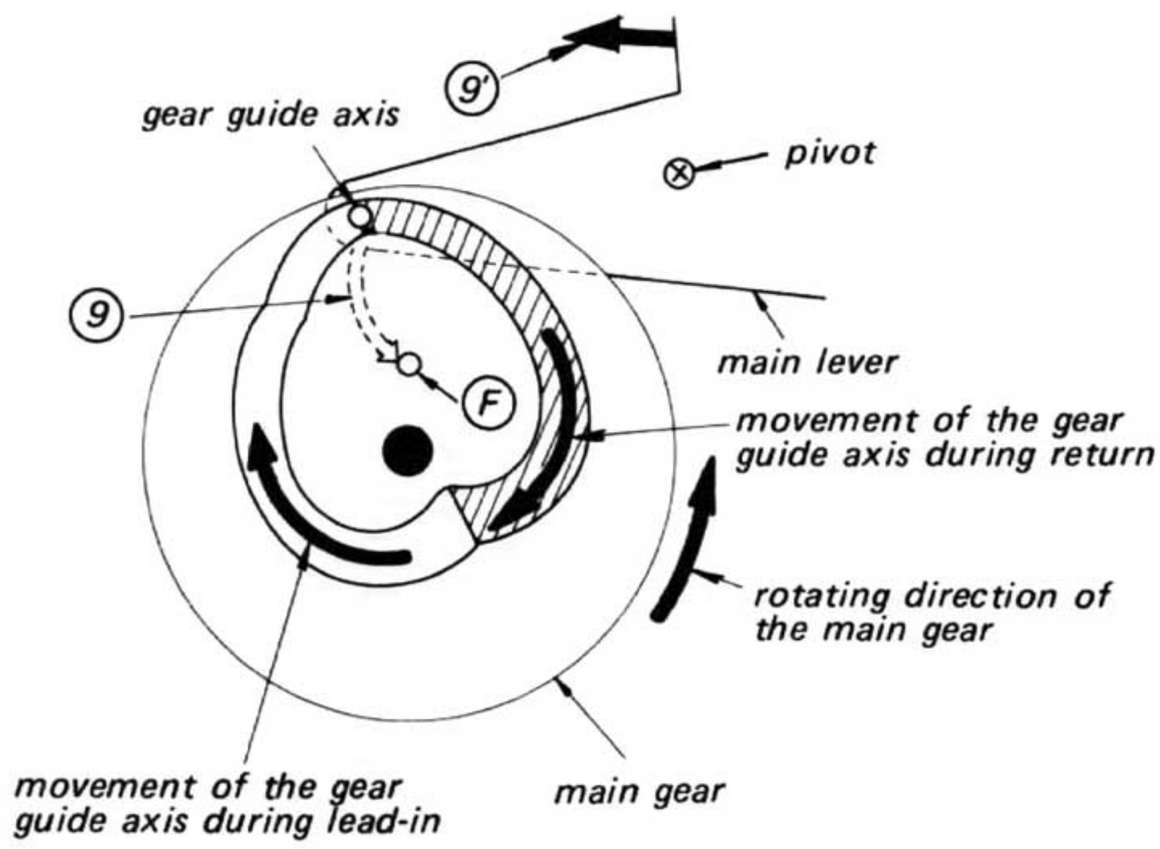

Fig. 3-7.
3. Once the revolving center gear engages the sub-gear (L), the main gear will commence to rotate in the counterclockwise direction due to the driving force supplied by the motor. It will stop again in the position shown in Fig. 3-7.
1. While the record is being played, the main gear and main lever are in the positions as shown in Fig. 3-7.
3. The gear guide axis at the tip of the main lever is moved across to position Ⓕ by following the curved path ⑨ due to the guiding action of the shaded portion of the groove in the heart-shaped cam positioned on the main gear. The main lever consequently moves across in the direction of the arrow ⑨ (see Fig. 3-7).